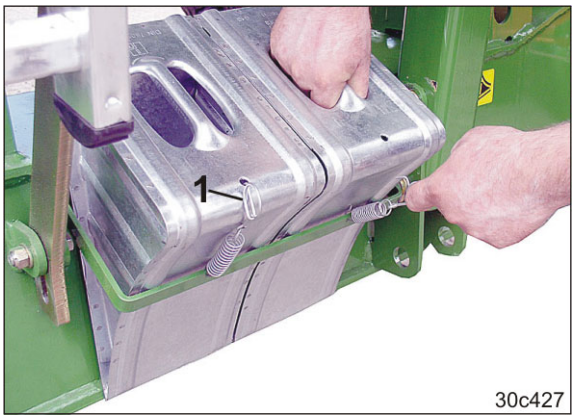

Fig. 130
10. Løsn fjederstifterne (Fig. 130/1) og tag begge stopklodser ud af transportholderne.